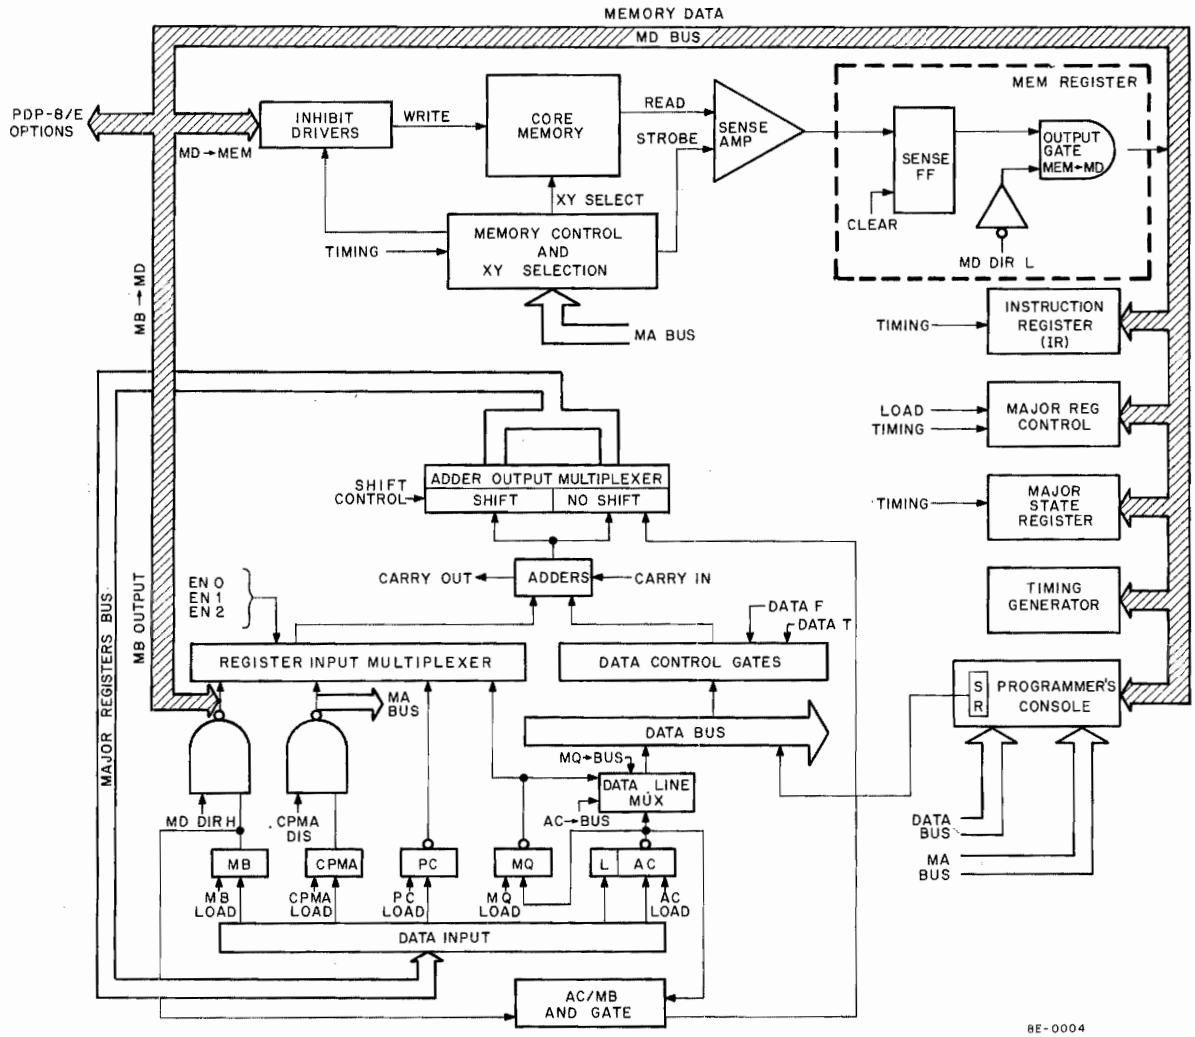
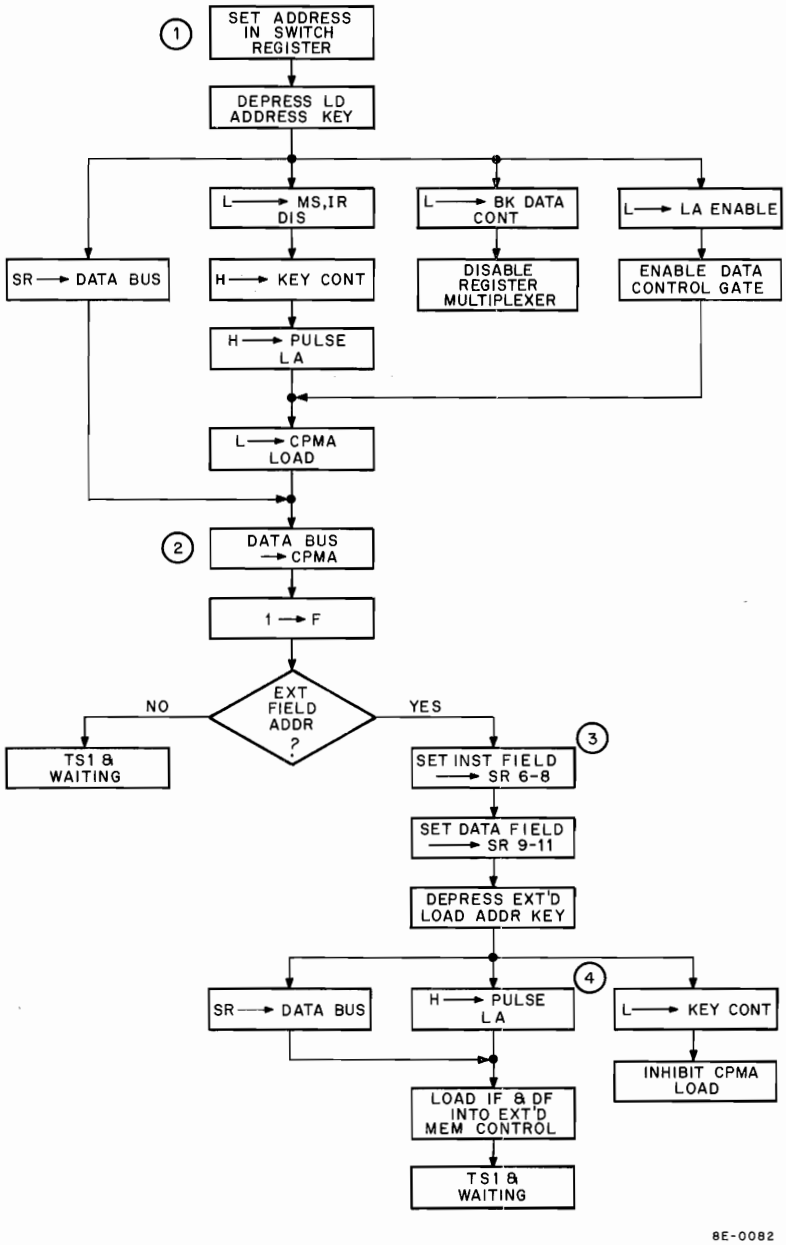

Figure 3-2 Basic Data Paths
Figure 3-6 Manual ADDR LOAD/EXTD LOAD
Data paths are illustrated in Figure 3-2. Although the illustration does not show all of the signals on the OMNIBUS, it is obvious from the data paths that signal origins and destinations appear in many places. Using the MD BUS as an example, memory data is provided by the Memory Register, the MB Register, and memory options. The MA BUS receives the memory address from the CPMA Register and from some options that generate the 12 address bits. The MA BUS applies these 12 bits to the XY selection decoder of the memory. The DATA BUS is used to receive Switch Register data, provide status to the Programmer's Console, carry information to and from a peripheral or internal option, and provide a path for data to the MAJOR REGISTERS BUS.
Table 3-2 traces the data paths (Figure 3-2) from the major registers through to the MAJOR REGISTERS BUS and returns to a selected register. Each control signal is referenced to the detailed logic description; thus, the reader can see how the control signal is developed.
The Programmer's Console is used for manual addressing of memory. Using 12 switches, the operator can load the CPMA Register with a desired address whenever the ADDR LOAD key is depressed. In a similar manner, the Extended Address is loaded. A flow diagram representing the basic functions is presented in Figure 3-6.
(2)	DATA BUS → CPMA – The contents of the DATA BUS (Figure 3-2) follow the path through the data control gate into the adder, through the no shift portion of the output multiplexer, and onto the MAJOR REGISTERS BUS. Signal CPMA LOAD L then gates the contents of the MAJOR REGISTERS BUS into the CPMA Register. FETCH L is developed by CPMA LOAD L (Paragraph 3.34.1). Thus, the processor will be in the FETCH state during the next processor cycle unless direct memory access is again required. However, because the timing chain was never activated during LOAD ADDRESS events, the processor time state will be in TS1 and waiting.
(3)	If extended address is required, the following events must occur: a. Load the Instruction Field into Switch Register (SR) bits 6 through 8. b. Load Data Field into SR bits 9 through 11. c. Depress EXTD ADDR LOAD key.
(4)	The contents of the SR are then transferred to the DATA BUS and applied to the extended memory control module. All circuits within the major registers are inhibited.
(1)	DEPOSIT – The data word must first be manually selected on the SR. The DEP key is then lifted and the contents of the SR are then applied to the DATA BUS (Figure 3-2).
(5)	The contents of the CPMA Register are gated through the Register Input Multiplexer (Figure 3-2) and placed onto the adder circuits. A CAR IN signal is developed (Paragraph 3.36.1), adding 1 to the sum of the adder inputs. The result is then loaded into the PC Register to provide "MA + 1 to the PC".
(6)	MEM TO MD – The READ operation (Paragraph 3.27.2) begins during TS1 and continues into a portion of TS2. This places the contents of the addressed memory location onto the MD BUS (Figure 3-2). Thus, the contents of memory are now ready to be gated onto the MAJOR REGISTERS BUS during TS2.
(7)	EXAMINE – The contents of the MD BUS (12 bits) are gated through the Register Input Multiplexer during TS2 (Paragraph 3.35.1) and placed onto the MAJOR REGISTERS BUS (Figure 3-2). The 12-bit word is now ready to be loaded into the MB Register at TP2. BRK DATA CONT L is pulled low to ENABLE DATA PLUS MD to the MB. The data lines, in this case, are 0s (high).
(8)	DEPOSIT – The contents of the DATA BUS are gated through the Data Control Gate and applied to the MAJOR REGISTERS BUS (Figure 3-2). The 12-bit word is now ready to be loaded into the MB Register.
(8)	MB load occurs at TP2 (Paragraph 3.37.1). At this time, the contents of the MAJOR REGISTERS BUS are loaded into the MB Register.
(9)	With the READ operation completed, it is necessary to write the same information back into memory or deposit new information. However, the contents of the MB Register must first be transferred to the MD BUS. This occurs when MD DIR L is negated (Figure 3-2).
(10)	A 0 is placed in the RUN flip-flop (Paragraph 3.33.1.1) when TP3 and STOP are both asserted. This prevents the processor from starting a new cycle until some action is taken by the operator.
(11)	The WRITE operation automatically starts during TS3 and continues into TS4. At this time, the contents of the MD BUS are written into the addressed memory location.
(12)	For the preparation of the next processor cycle, the next sequential address is automatically placed in the CPMA Register. Because the Program Counter (PC) contains the next address, the contents of the PC are loaded into the CPMA at TP4. If the operator desires to go into programmed operation, the CONT key must be depressed. Because the next active state will be either DMA or FETCH, depressing the EXAM key or raising the DEP key inhibits the Major State Register and allows one more DMA cycle. Otherwise, depressing the CONT key (Figure 3-6) causes a FETCH cycle.
(13)	During TS1 and when RUN = 0, the processor timing stops and waits for the next command from the operator. The contents of the MD BUS can be observed at this time. Also note that the CPMA shows the address for the next cycle and not the address from which the data was examined.